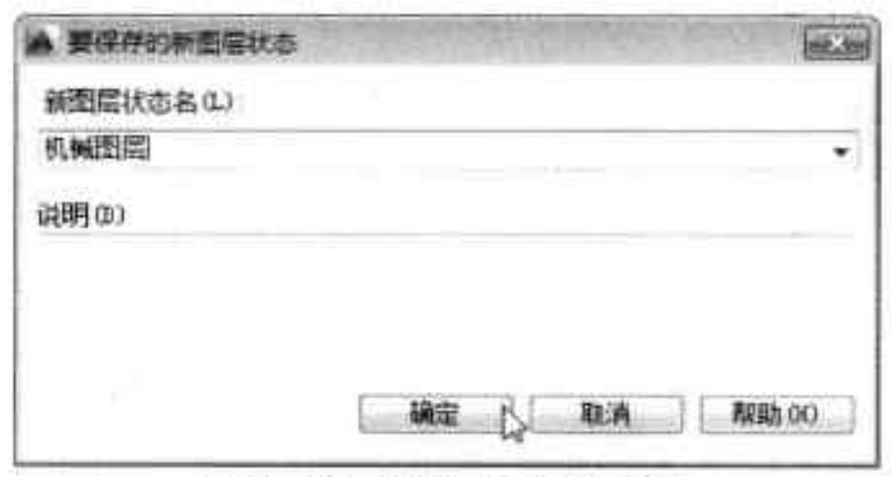

图3-53 新建保存图层名称
Step10 单击“图层状态管理器”按钮，打开相应的对话框，单击“新建”按钮，在打开的对话框中输入“机械图层”，单击“确定”按钮，如图3-53所示。